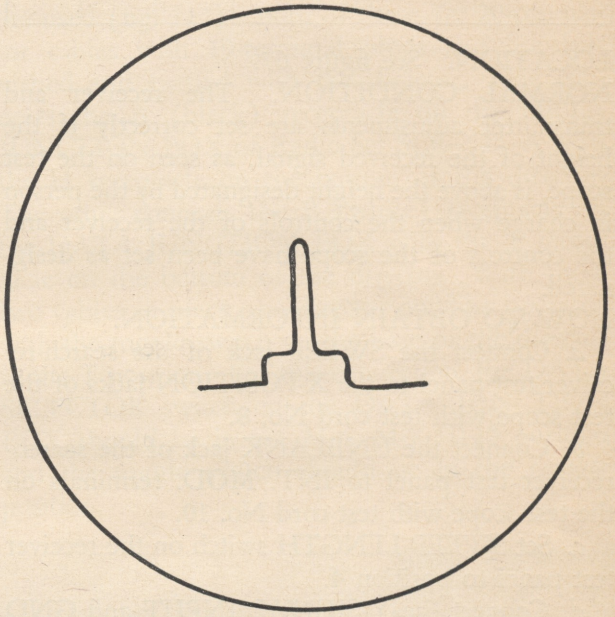

Figure 111. Waveshape at video and notch monitor output jack (track).
LOCATION. See figure 111. For item 41, plug into the VIDEO AND NOTCH MON. OUTPUT JACK.
NORMAL CONDITION. The waveshape shown in figure 111 should be obtained at this jack.
REMARKS. Make an entry on the Work-To-Be-Done form for a check during shut-down if the waveshape is materially different from that of figure 111.
REMARKS. Make an entry on the Work-To-Be-Done form for a check during shutdown if the waveshape is materially different from that shown in figure 111.